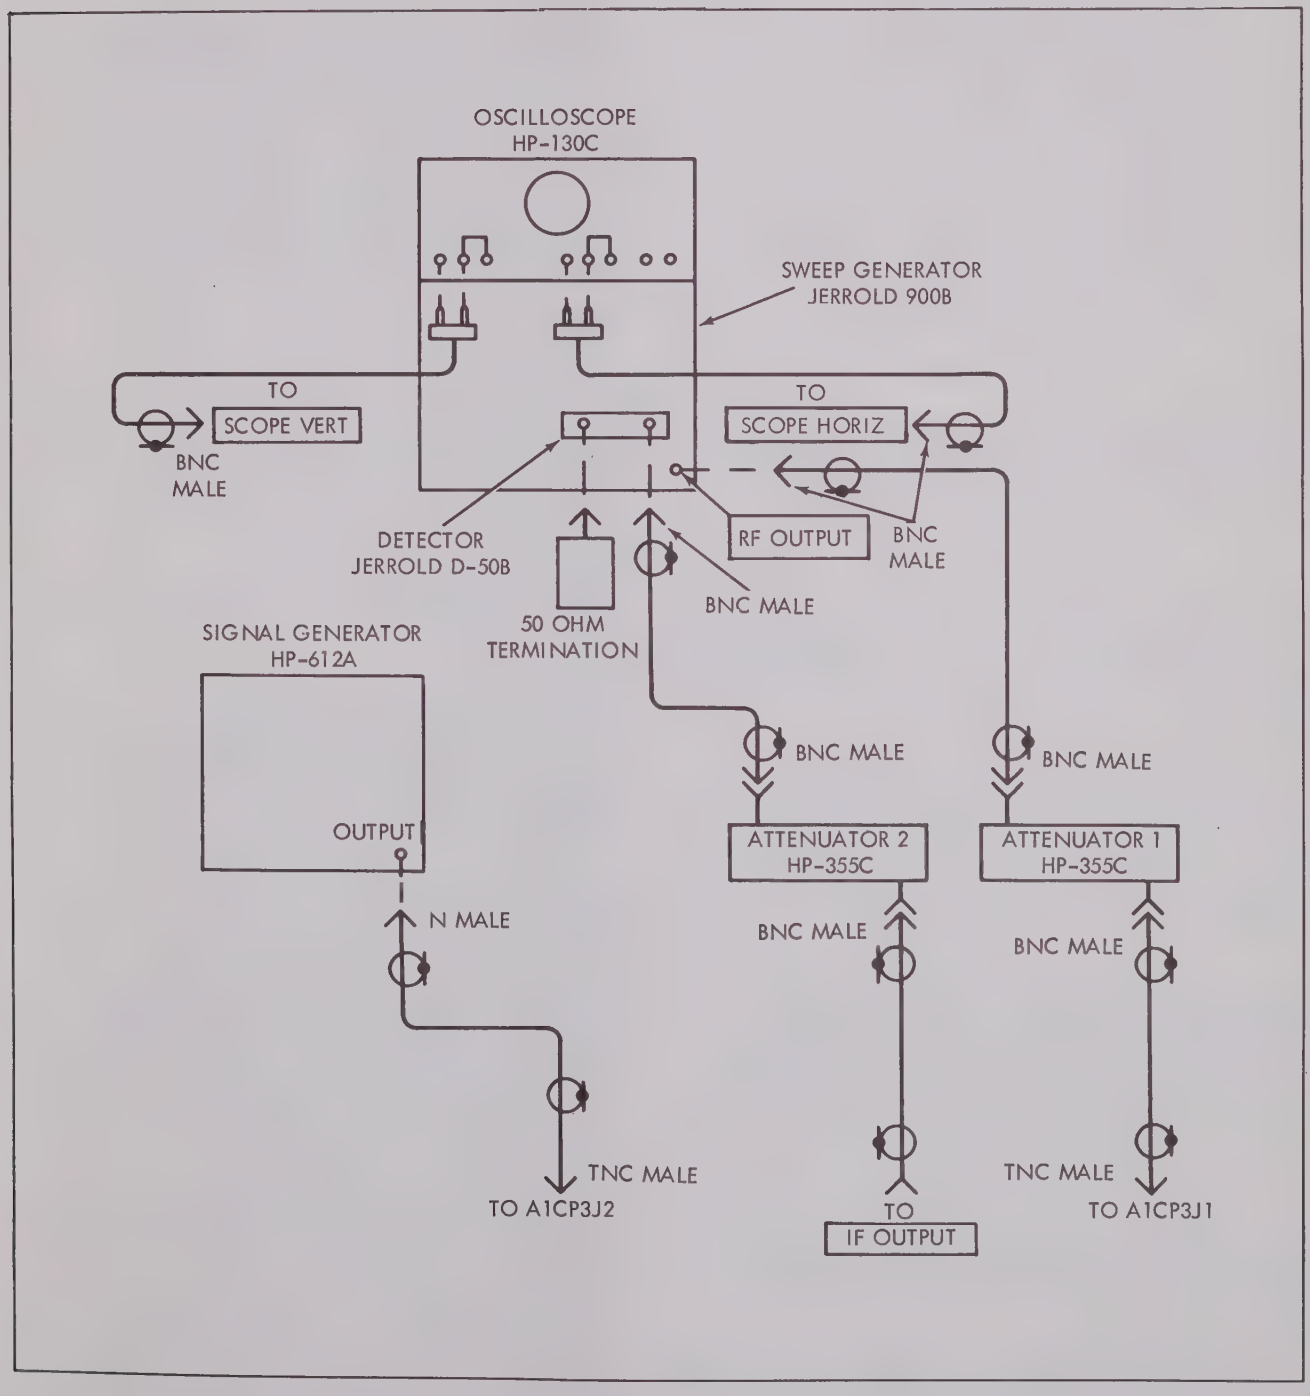

Figure 4-20. Second Mixer/160 MHz Preamplifier A1A1 and 160 MHz Band-Pass Filter/Amplifier A1A2 Checkout.
i. Connect the test setup illustrated in figure 4-20.
h. Connect the equipment as shown in figure 4-20 without the HP-612A signal generator and set the RANGE switch to .01-3.5 GHz.